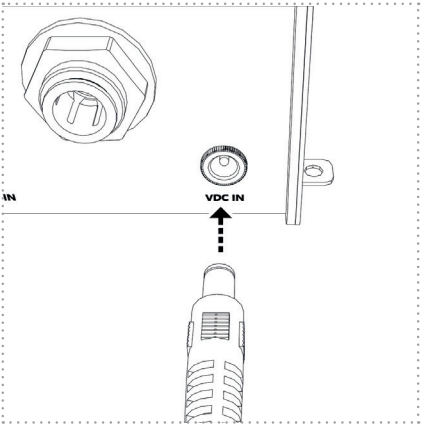

Figure 20
5. Enfichez maintenant la fiche du câble de raccordement (alimentation électrique) dans la prise prévue à cet effet sur l'unité UV (figure 20).